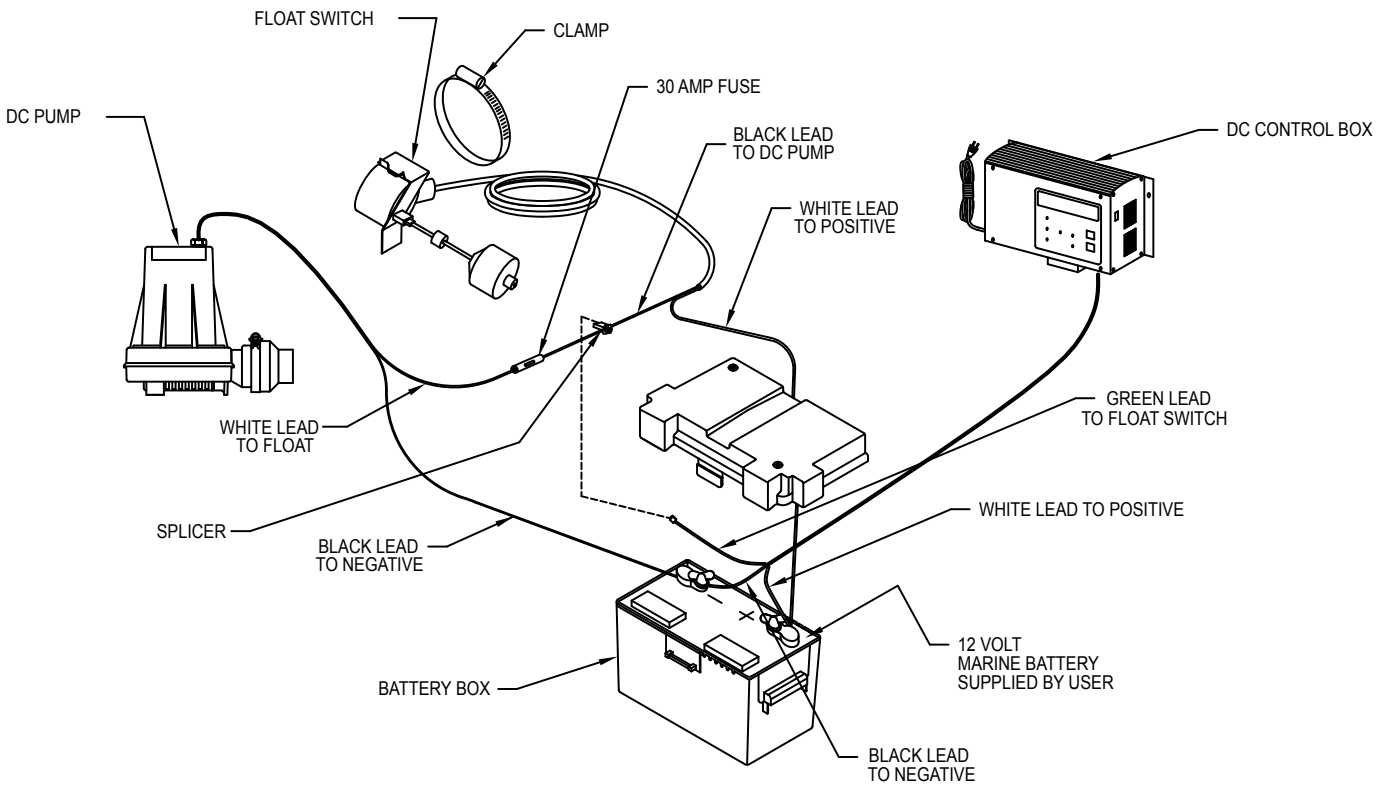

FIGURE 3
6. Connect the green sensor wire to the sensor connector (figure 3).
(a) Check 30 amp fuse in line from pump to switch (see fig. 3). If fuse is blown, replace with 30 amp AGC fuse.